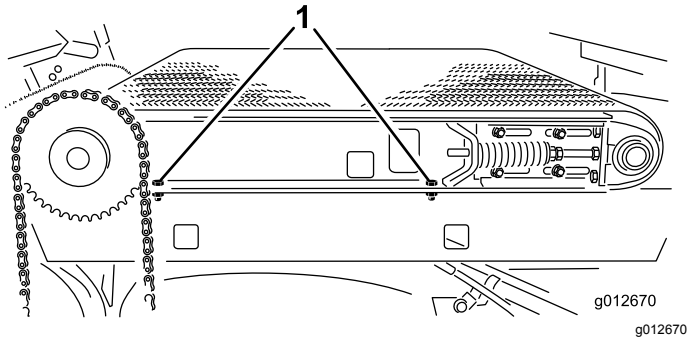

Figur 28
4. Lossa de två huvudskruvarna på maskinens högra sida som fäster glidflaksskenan vid den högra stänkskärmen (Figur 28). Kontrollera att huvudskruvarna är tillräckligt lösa för att glidflaket ska kunna tippas.